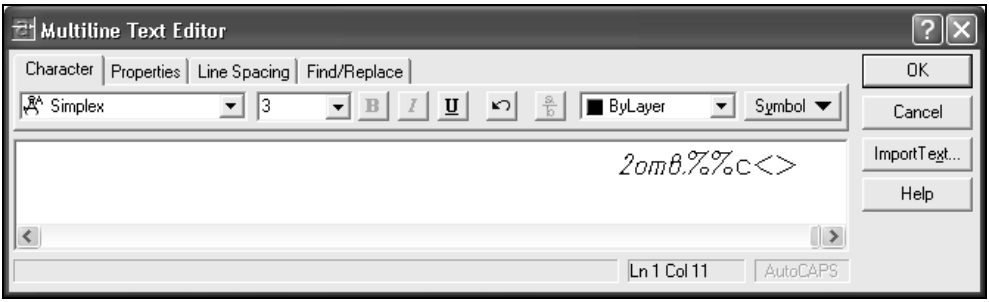

Рис. 11.13. Диалоговое окно **Multiline Text Editor**
- Для функции **MText** (МТекст) открывается ДО **Multiline Text Editor** (Редактор многострочного текста) (рис. 11.13).